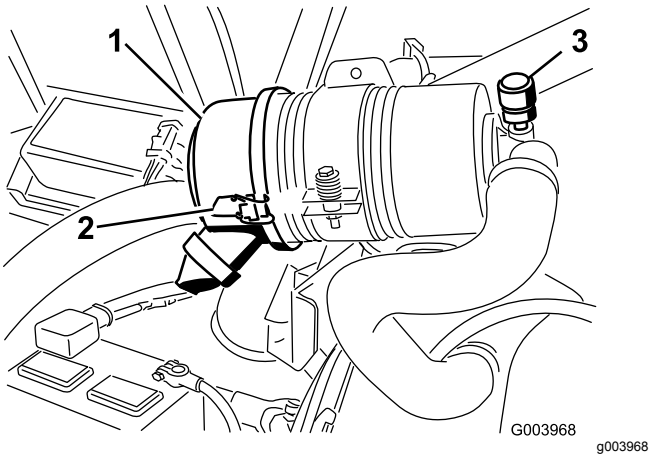

**Figur 51**
Utför bara service på luftrenarfiltret när serviceindikatorn (Figur 51) anger att det krävs. Om du byter luftfiltret tidigare ökar det risken för att smuts kommer in i motorn när filtret har avlägsnats.
1. Lossa spärrhakarna som fäster luftrenarkåpan på luftrenarhuset (Figur 51).